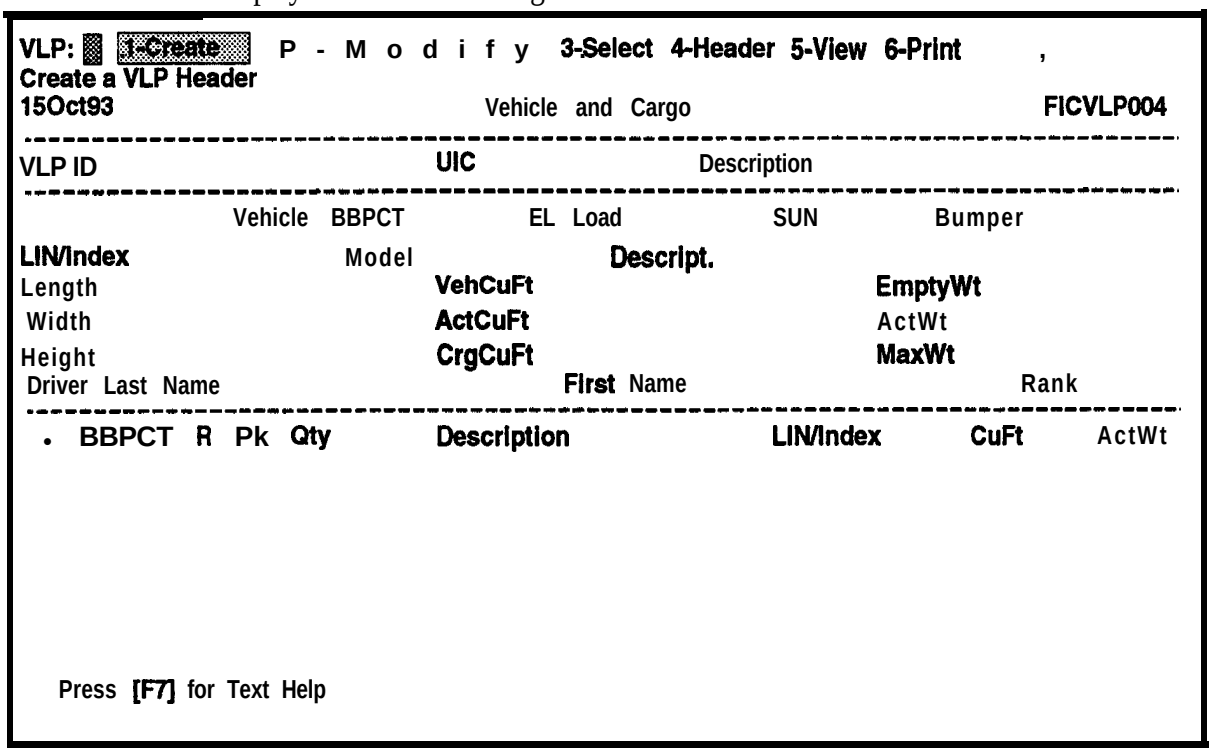

Figure 8-24. Vehicle and Cargo Screen
c. Select **Vehicles** from the Surface Load Planning menu. The Vehicle and Cargo screen will be displayed as shown in Figure 8-24.